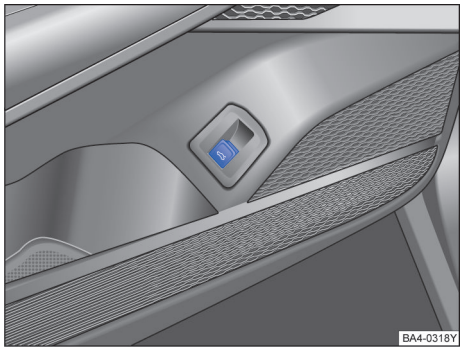

图 57 在驾驶员侧车门内：行李厢盖的开锁按钮
向上拉驾驶员侧车门内的按钮 →图 57。行李厢盖自动打开。
– **或**：：向上拉驾驶员车门内的按钮 →图 57。即使点火开关关闭时，按钮也能起作用。